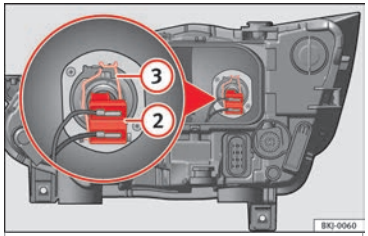

Rys. 112 W komorze silnika: światła mijania.
– Wyjąć złącze żarówki **››› rys. 112** (2).
– Wypiąć sprężynę mocującą ››› **rys. 112** ③ , naciskając do środka w prawo.